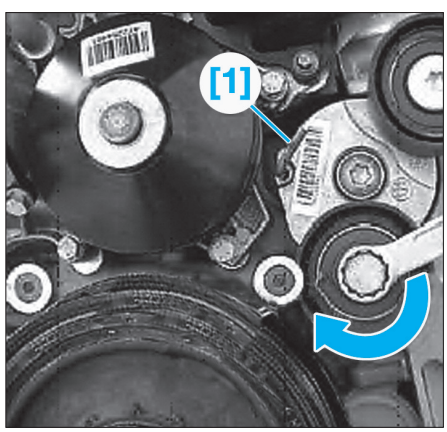

Fig. 3
- [1]. Pige de blocage du piston de tendeur de chaîne réf BMW : 113340 **(Fig.3)**
• Précontraindre le tendeur (1) jusqu'à ce que l'outil [1] puisse être inséré **(Fig.3)**.